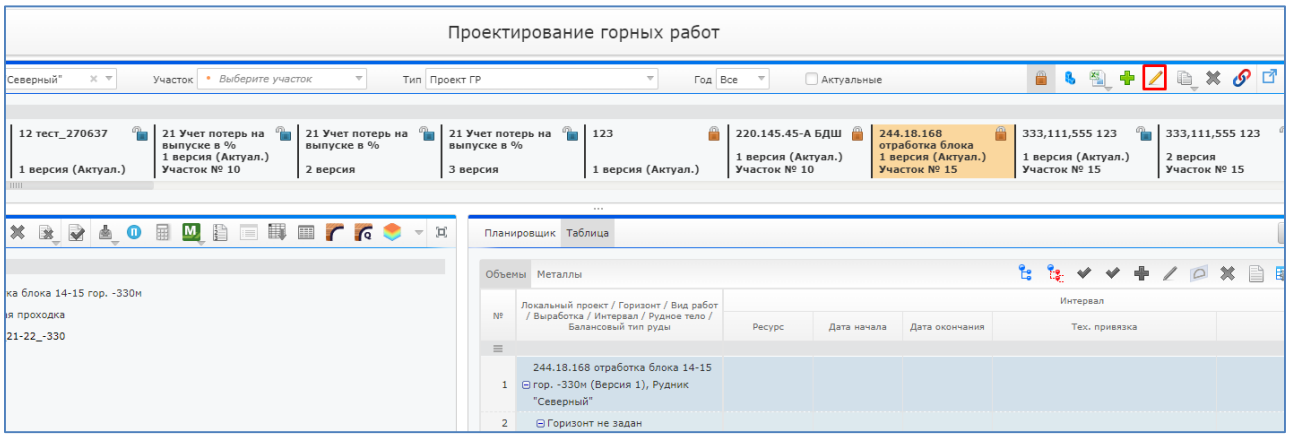

Рисунок 39. Кнопка «Редактирование локального проекта»
2. В блоке «Список локальных проектов» нажать на кнопку «Редактирование локального проекта» (Рисунок 39);